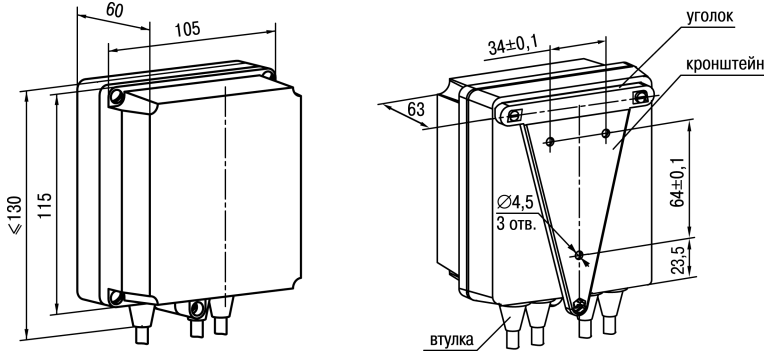

Рисунок 4.2 – Габаритные размеры корпуса Н
1. Закрепить кронштейн тремя винтами М4 × 20 на поверхности, предназначенной для установки прибора (см. *рисунок 4.2*).